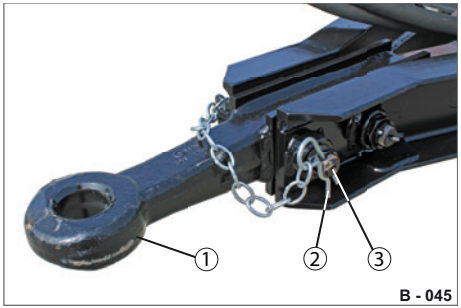

Abb. 42 Zugöse sichern
- ▶ Setzen Sie die Befestigungsschraube (Abb. 42/3) durch die Zugöse und Zugdeichsel durch.
- ▶ Stecken Sie den Federstecker (Abb. 42/2) in die Bohrung der Befestigungsschraube.